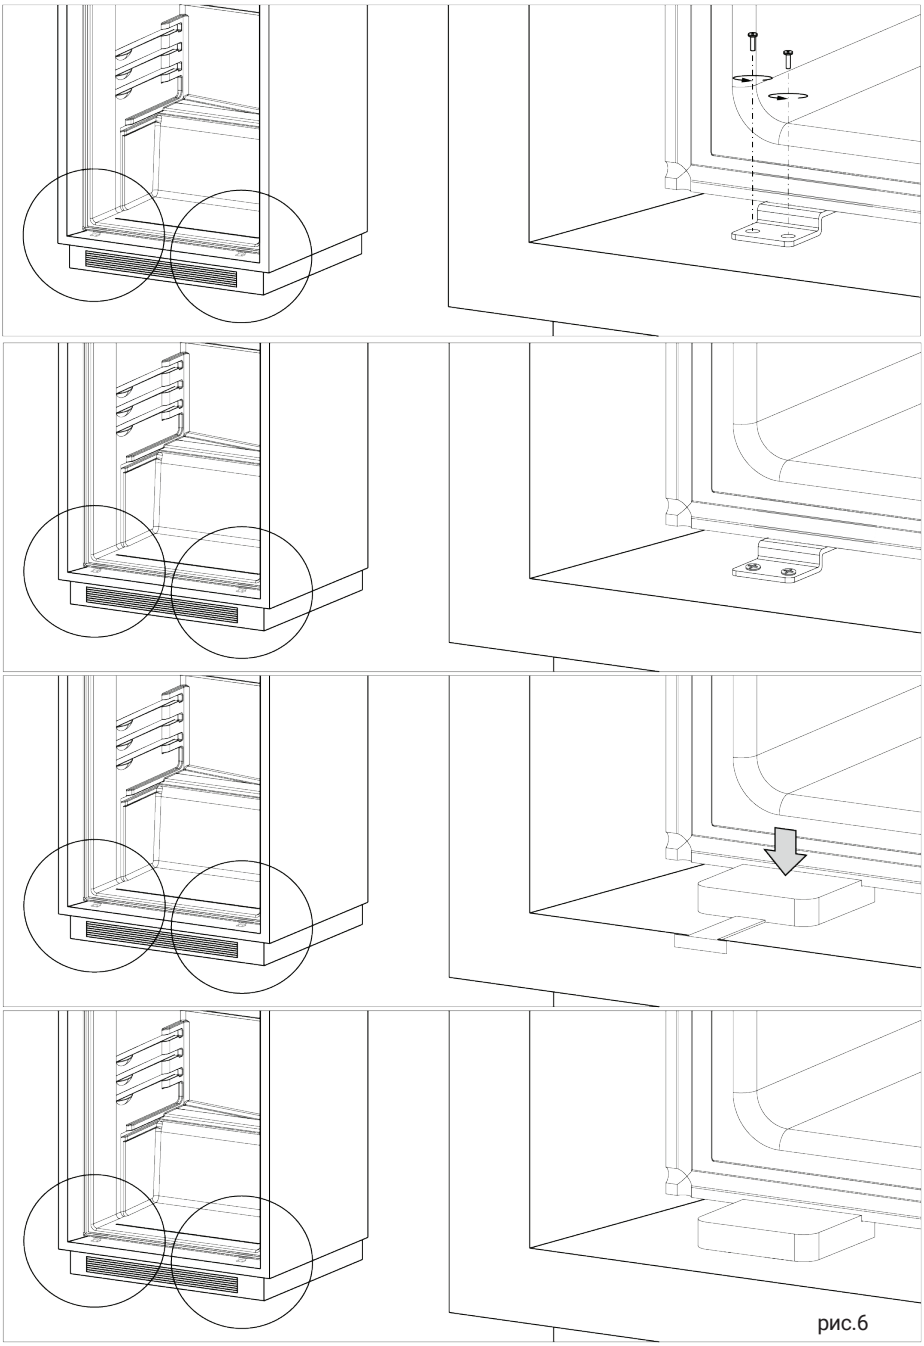

рис.6
6. Закрепите с помощью винтов, как указано на рис. 6